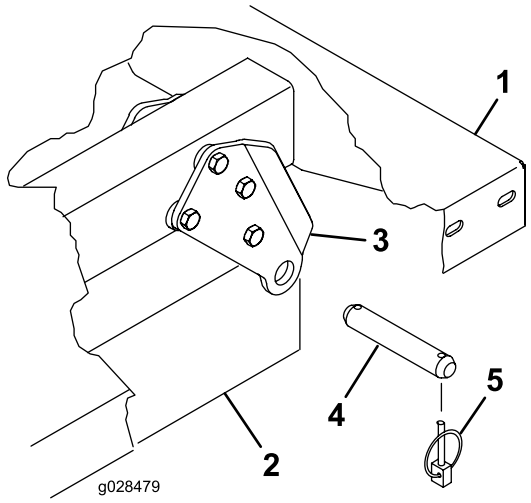

Bild 4
2. Setzen Sie die Ladepritsche vorsichtig auf den Fahrzeugrahmen und fluchten die hinteren Schwenkhalterungslöcher der Ladepritsche mit den Löchern im hinteren Rahmenkanal aus (Bild 4).
3. Befestigen Sie jeden Satz der Schwenkhalterungen mit einem Lastösenbolzen und zwei Klappsteckern an den Rahmenkanälen (Bild 4).